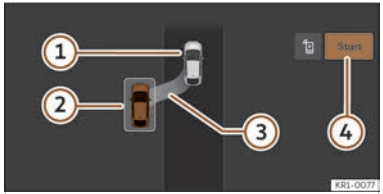
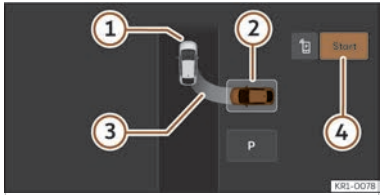

Fig. 161 On the infotainment system display: parallel parking position.
Fig. 162 On the infotainment system display: parking bay parking position.
>>> Fig. 161, >>> Fig. 162
① Your vehicle
② Parking space detected
③ Indication showing the proposed parking manoeuvre
④ Start parking manoeuvre
- Look at the display on the infotainment system's screen to see if the space has been detected as "appropriate" and if the correct position for parking has been reached >>> Fig. 161, >>> Fig. 162. Stop the vehicle and follow the instructions shown on the infotainment screen.
- Stop the vehicle, press the brake and, after a short pause, press the **Start** ④ button in the infotainment system.